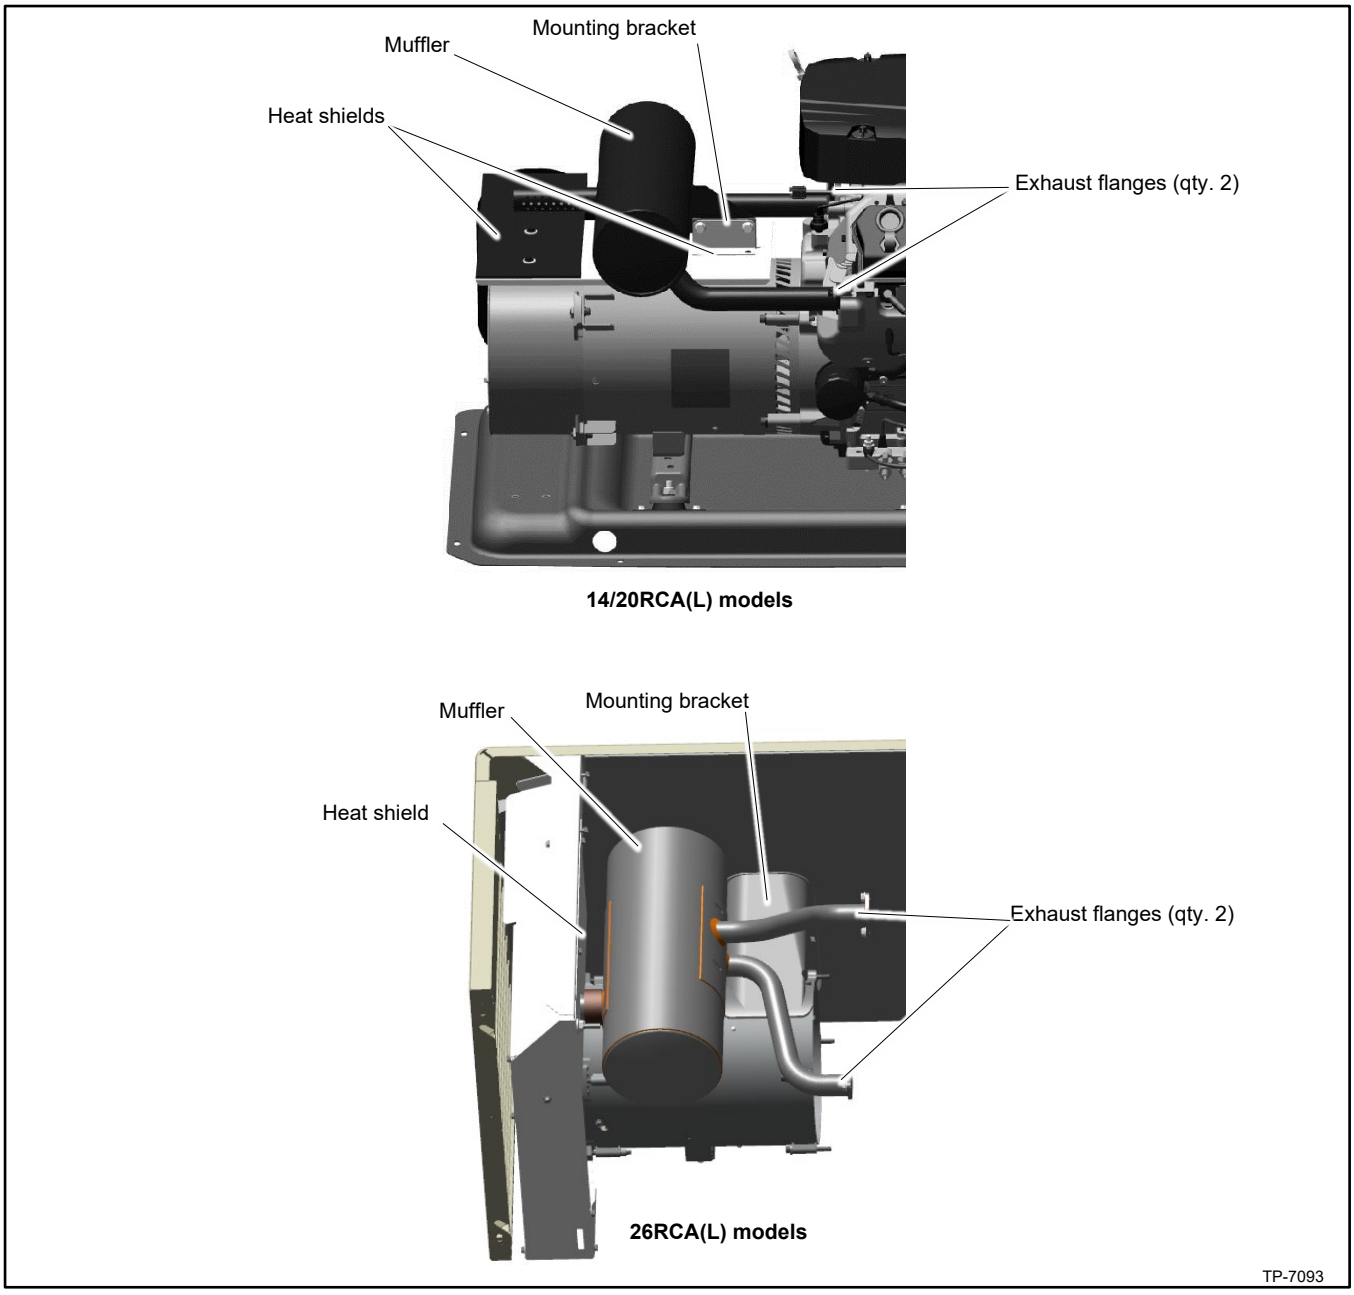

Figure 114 Muffler and Heat Shields
19. Disconnect the muffler from the engine at the two flange connections. Loosen the screws on the muffler support bracket and remove the muffler. See Figure 114.
20. Remove the heat shields from the alternator. See Figure 114.